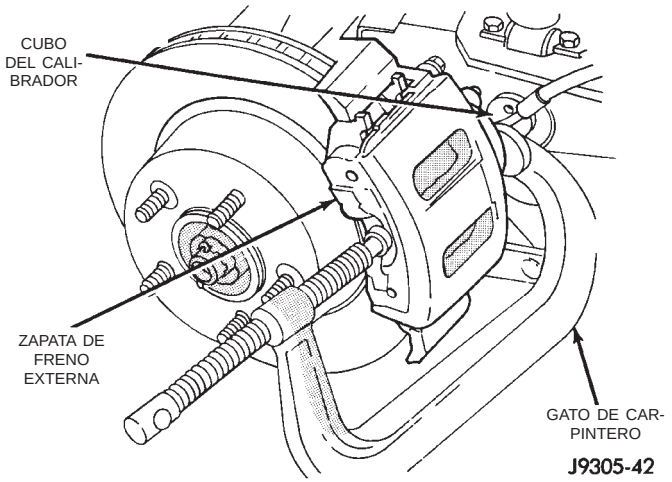

Fig. 24 Colocación del pistón del calibrador a fondo con el gato de carpintero
(1) Eleve y apoye el vehículo.
(2) Retire el conjunto de ruedas y neumáticos delantero.
(3) Drene una pequeña cantidad de líquido del depósito de freno del cilindro maestro empleando una pistola de succión.
(4) Empleando un gato de carpintero, baje el pistón del calibrador hasta el fondo del hueco. Posicione el tornillo del gato en la zapata de freno externa e inmovilice el bastidor en la parte trasera del calibrador (Fig. 24). **No apoye el tornillo del gato directamente sobre el muelle de retención de la zapata externa. Utilice un separador metálico o de madera entre la zapata y el tornillo.**